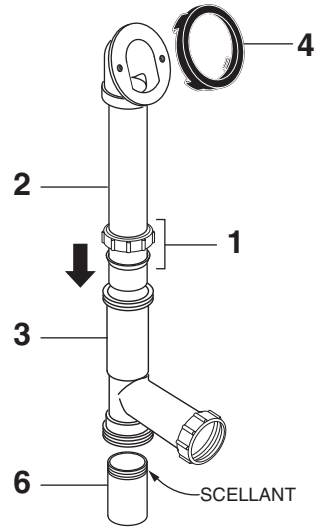

FIG.1
- Desserrez l'ÉCROU JOINT COULISSANT **(1)** et installez sur le COUDE DE TROP-PLEIN **(2)**. Installez le TUBE DU TROP-PLEIN **(2)** dans la bonne section du COUDE DE DRAIN **(3)**. Appliquez un scellant sur le filetage de la PIÈCE DE RACCORDEMENT **(6)** et vissez-la au COUDE DE DRAIN **(3)**. Installez le JOINT DU TROP-PLEIN **(4)** au TUBE DU TROP-PLEIN **(2)**. (Ajustez le JOINT DETROP-PLEIN **(4)** à la coupe de la baignoire. **FIG.1.**
Remarque : la sortie de vidange peut être installée au-dessus du plancher ou sous le plancher. Fig.1.